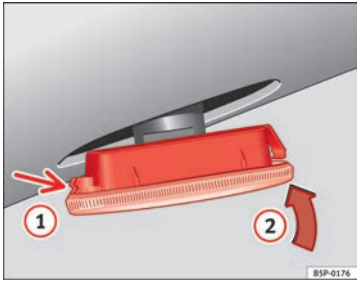

Fig. 154 Side turn signals
– First fit the turn signal in the opening in the chassis, fastening the tabs (1) ⇒ fig. 154, and then fit in the bulb as shown by the arrow (2) ⇒ fig. 154. ■